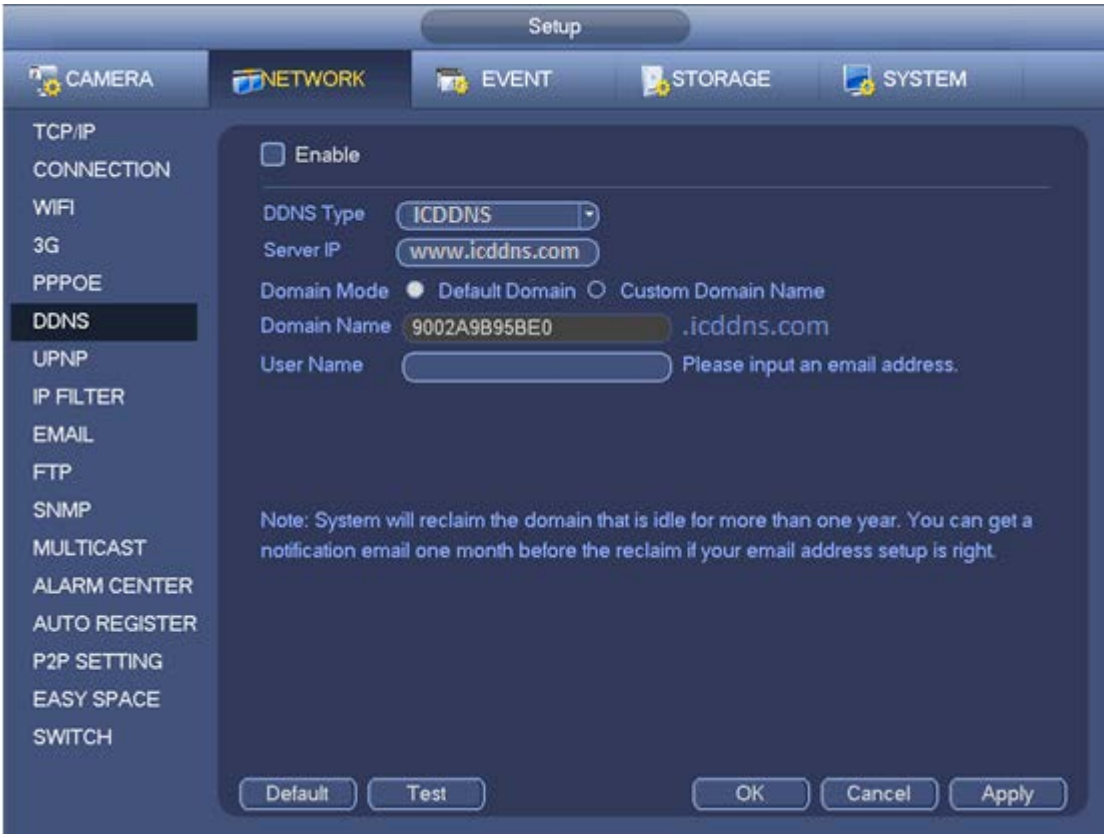

Figure 4-171
You can set in the following interface. See Figure 4-171.
- In Figure 4-171, check the box to enable the SNMP function. Input the IP address of the PC than is running the software in the Trap address. You can use default setup for the rest items.